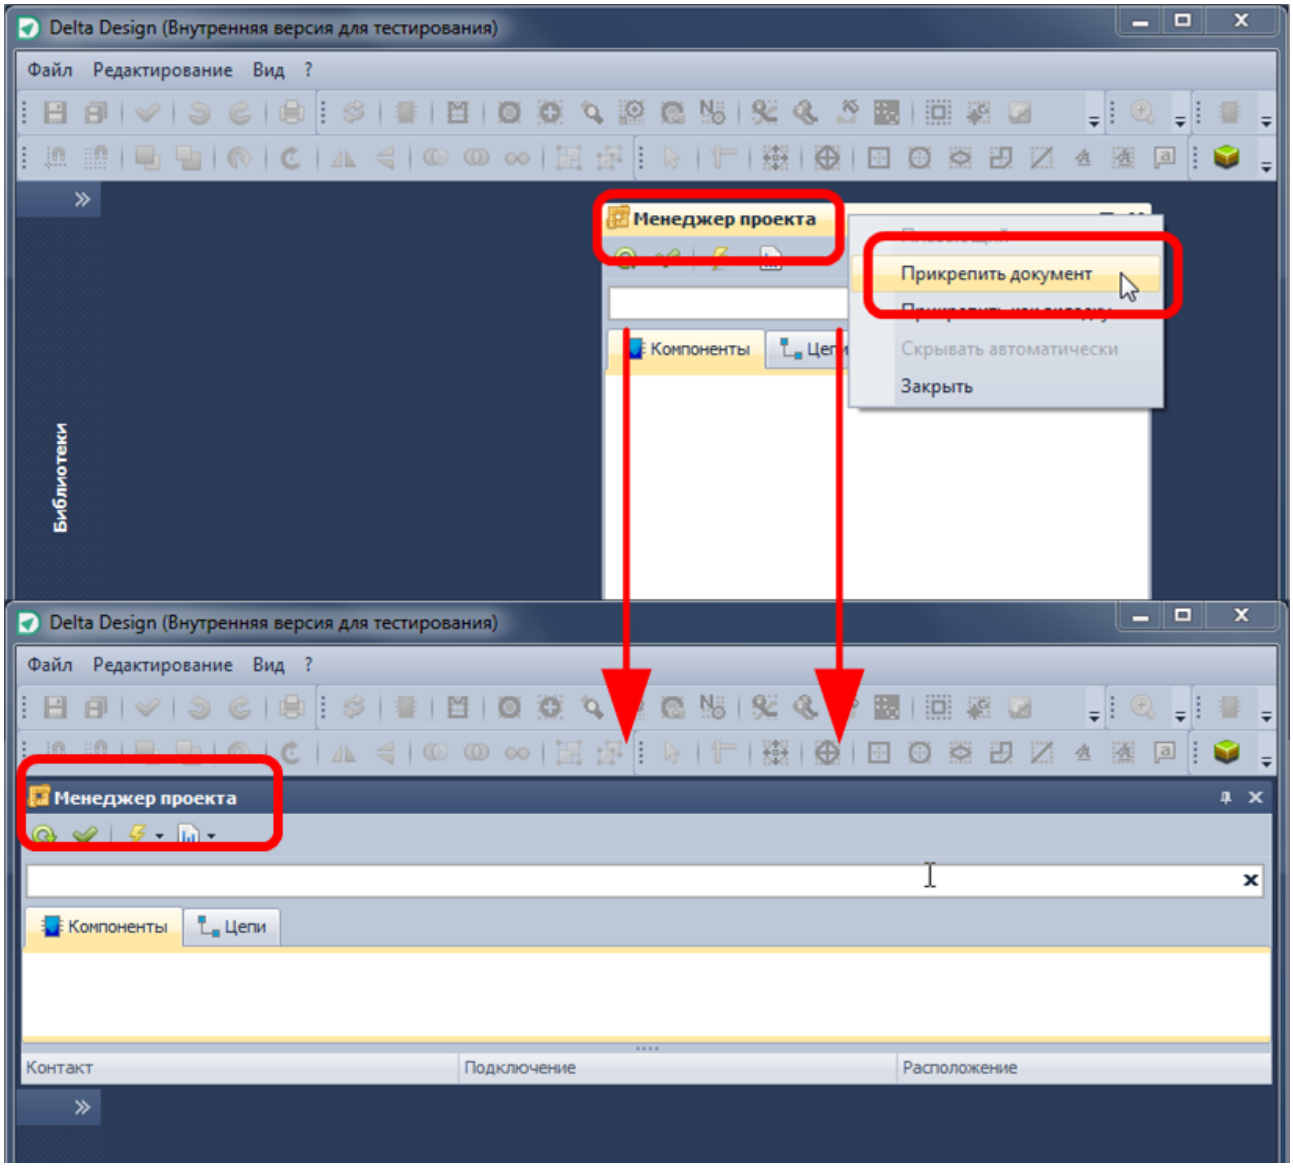

Рис. 10. Отображение элемента интерфейса в виде закрепленного документа
- *Прикрепить документ* – данный пункт переводит элемент в закрепленное положение, на краю рабочей области, см. Рис. 10. При этом выбирается последнее закрепленное положение, в котором находился данный элемент. Если элемент ранее не помещался на край рабочий области, то данный пункт не будет функционировать.